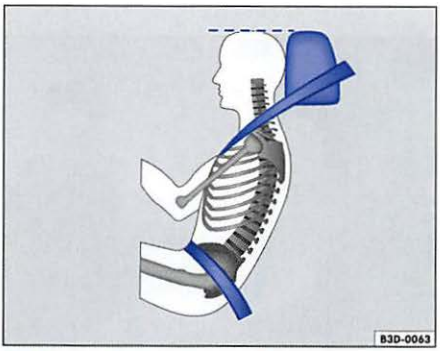

Fig. 14 Head restraint and safety belt position as seen from the side
- **The lap belt portion of the safety belt must be positioned as low as possible across pelvis and never over the abdomen. Make sure the belt lies flat and snug ⇒ fig. 14. Pull on the belt to tighten if necessary.**